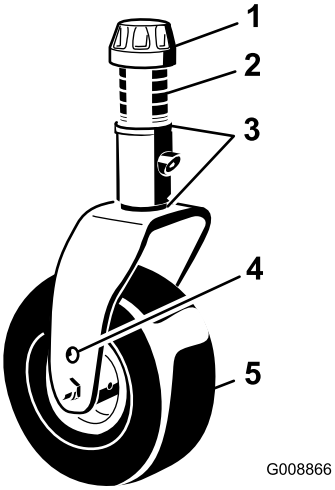

Figur 22
1. Plasser styrehjulakslene i samme hull i alle styregafler (Figur 22 og Figur 24). Se følgende diagram for å avgjøre riktig hull for innstillingen.
2. Fjern spennhetten fra spindelakselen (Figur 22) og før spindelen ut av styrearmen. Plasser de to mellomleggene (3 mm) på spindelakselen slik de opprinnelig var montert. Disse mellomleggene er nødvendige for å få et plant nivå over hele bredden av klippeenhetene. Før det hensiktsmessige antallet 13 mm avstandsstykker på spindelakselen for å oppnå ønsket klippehøyde, og før skiven over på akselen.